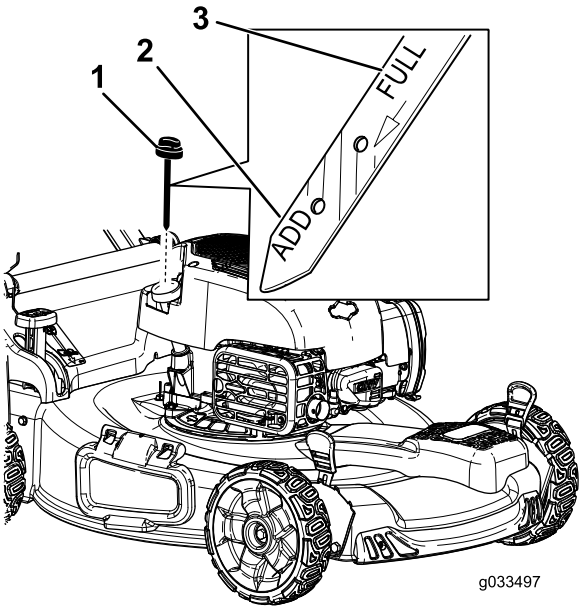

Figuur 32
6. Neem de peilstok uit de vulbuis (Figuur 32).